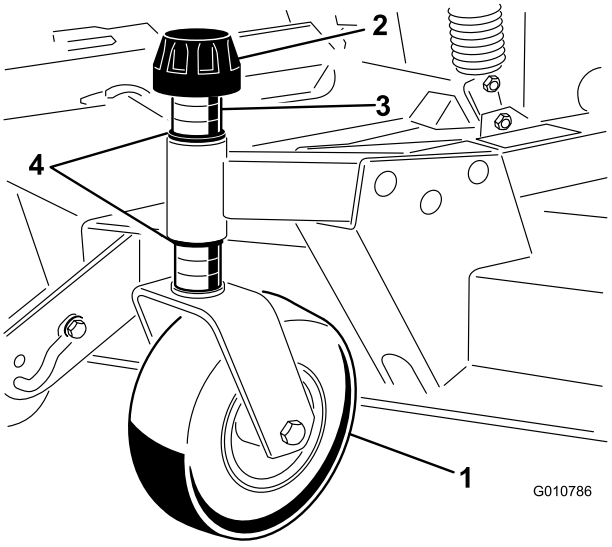

Figur 8
1. Ta spennhetten av spindelakselen, og trekk spindelen ut av fremre styrearm (Figur 8).